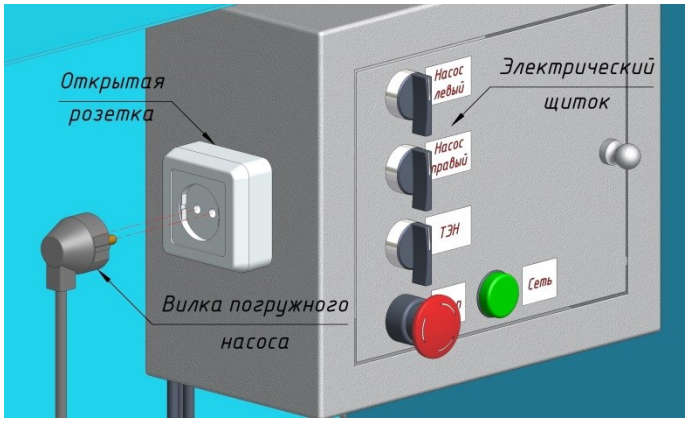

Рисунок 4
4.5. Протянуть провод электропитания погружного насоса до корпуса ПМК и вставить штепсельную вилку в открытую розетку, установленную на левой стенке электрического щитка (смотри рис. 4).